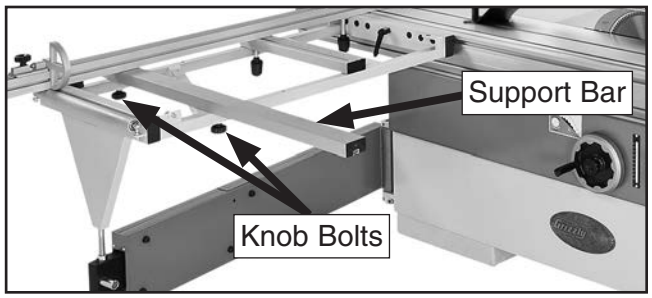

Figure 101. Locations of knob bolts for adjusting support bar position.
6. Loosen support bar knob bolts shown in **Figure 101**, slide support bar into position required for operation, then tighten knob bolts.